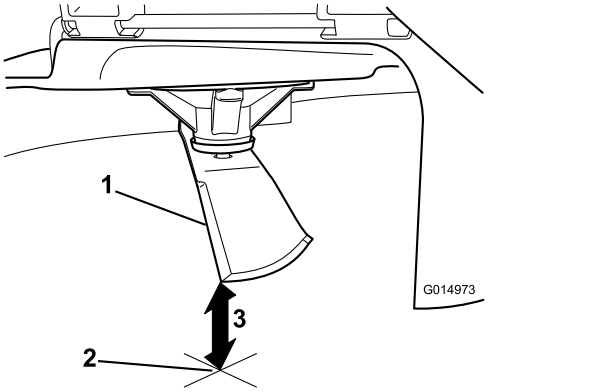

Figura 53
3. Meça da ponta da lâmina até à superfície plana (Figura 53).